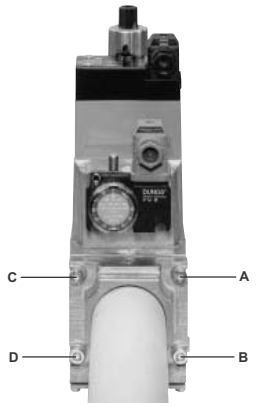
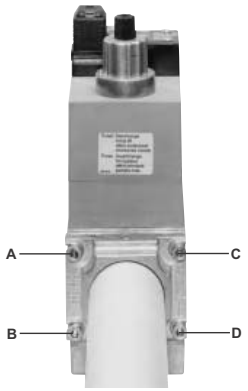

Рис. 3
Рис. 4
1.Расслабить винты A и B, но **не снимать** их (Рис. 3 и Рис. 4)
2. Отвинтить винты C и D (Рис. 3 и Рис. 4)